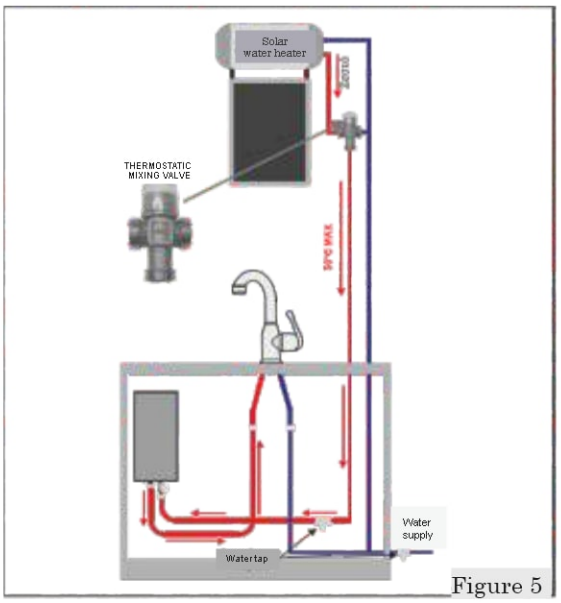
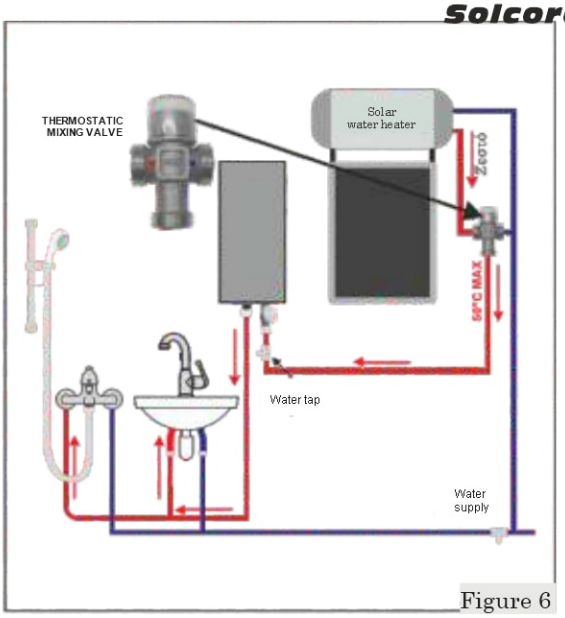

Figure 5
Figure 6
*With the hybrid installation (Figure 5, Figure 6) we take advantage of another source of hot water (solar water heater). If the output of the solar water heater is not sufficient, the water heater switches on automatically and restores the water to the desired temperature.*